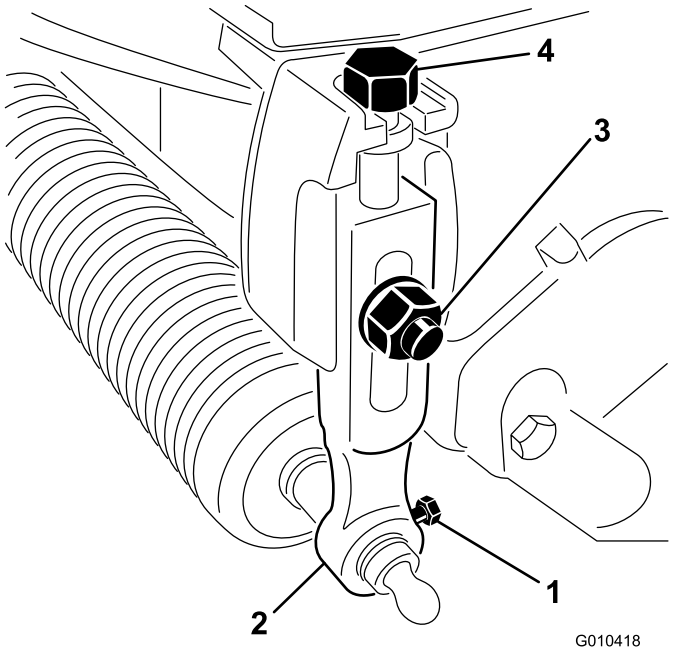

Figur 1
2. Løsne boltene som fester hver ende av frontvalsen til klippehøydearmene (Figur 1).
3. Fjern låseboltene, skivene og låsemutterne som fester klippehøydearmene til hver ende av klippeenheten og fjern klippehøydearmen og valseenheten (Figur 1).
4. Fjern justeringsboltene for klippehøyde fra klippehøydearmene (Figur 1).